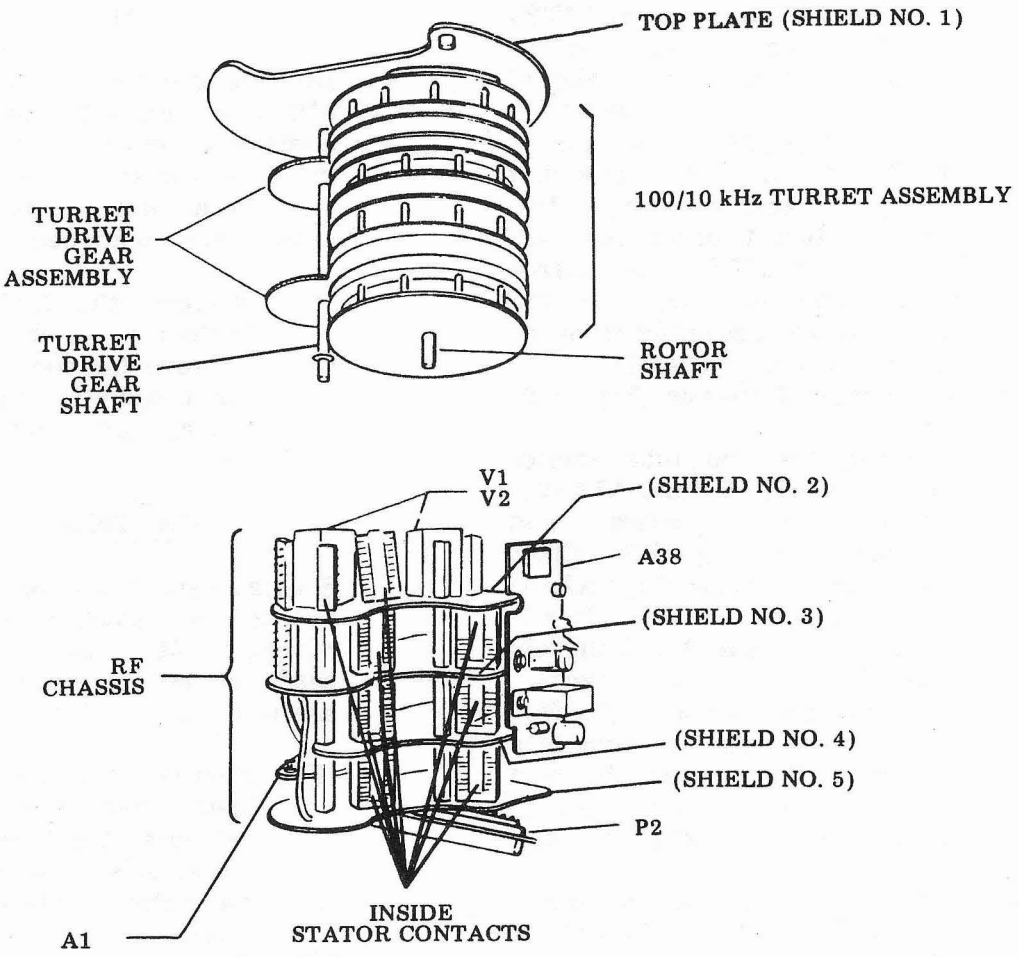

Figure 6-9. Rf Amplifier Assembly A2A4, Rf Chassis and Turret Assembly, Disassembly Parts Location
d. To disassemble rf chassis (Figure 6-9):
(1) Remove the top tube shields and tubes A2A4V1 and A2A4V2.
(2) Remove three screws and washers securing RF Mixer Amplifier Subassembly A2A4-A38 to rf chassis and pull A2-A4A38 with rear shield slightly away from mounting brackets.
(3) Tag and unsolder wires to free A2A4A38 for complete removal. Separate shield from A2A4A38, taking care not to break the wire passing through the shield.
(4) Remove two screws and washers which fasten A2A4A1 in place, unsolder and tag leads, and remove A2A4A1. Individual components on A2A4A1 are accessible for replacement without removing A2A4A1. Unsolder and replace as necessary.
(5) Starting from top, separate shields of rf chassis by unscrewing spacers between shields 2, 3 and 5, and unsoldering interconnecting wires. Do not disassemble unless the component to be replaced is not accessible without disassembly. If bottom shield is to be removed or replaced, remove two screws securing RF Amplifier Subassembly A2A4-A1, and unsolder and tag wires as necessary to free the board.
(3) Remove the next upper and lower gear rotor assemblies by removing the E-ring located on either side of each assembly on the turret shaft (there are six rings).
(4) Remove the center rotor assembly by driving out the roll pin (located in the hub).
f. To remove the gears from the turret drive gear assembly (Figure 6-9):
(1) Drive out the roll pin from each gear.
(2) Slide gears from shaft. The bottom gear can be removed easily by removing the E-ring and sliding from bottom of shaft.